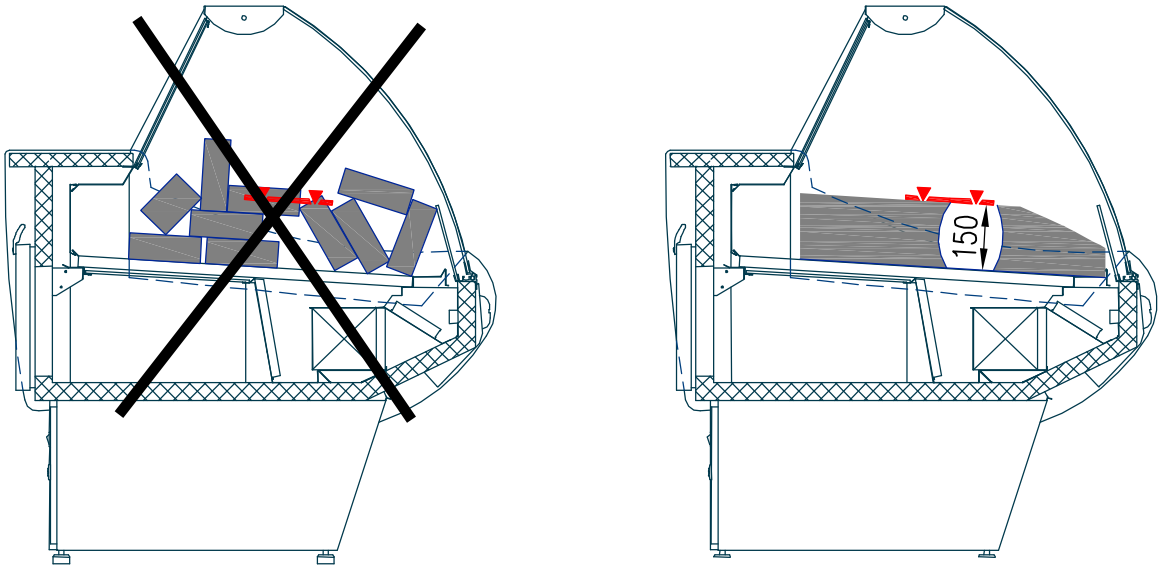

Рис. 3. Загрузка витрины продуктами
- Проверить правильность расположения продуктов в витрине, согласно разд. 3.7 и рис. 3.